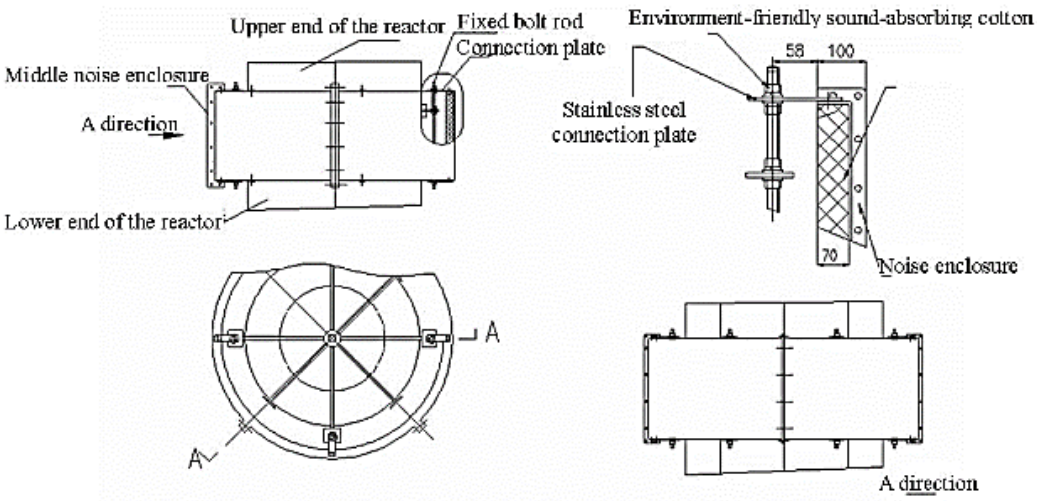

Figure 12: Structure of Middle Noise Enclosure
14.2.4.7.1- Refer to **Figure 12** for the installation of the middle noise enclosure.